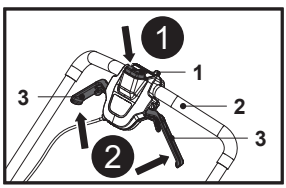

Fig. 16
2. Mantenga pulsado el interruptor de seguridad (1) (Fig. 16, paso 1).
3. Tire de las palancas de arranque (3) hacia la empuñadura de agarre (2) y manténgalas en esa posición (Fig. 16, paso 2).
4. Suelte el interruptor de seguridad (1) en cuanto el motor empiece a funcionar. El cortacésped seguirá funcionando hasta que se suelten las palancas de arranque (3).
5. Suelte las palancas de arranque (3) para detener el motor.